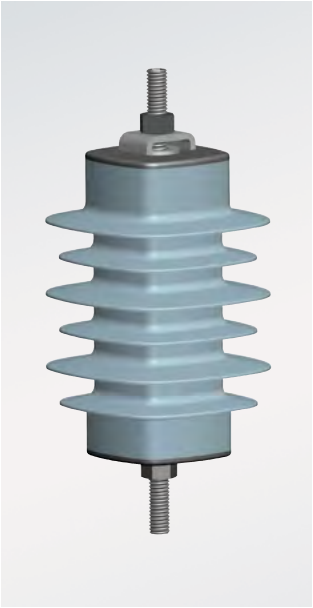
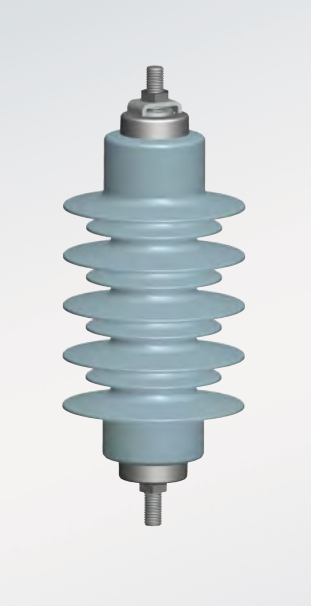

Fig. 4.4-2: Medium-voltage arrester 3EK4 for distribution systems
Fig. 4.4-3: Medium-voltage arrester 3EK7 for distribution systems
- The 3EK silicone-housed surge arrester for distribution systems, medium-voltage switchgear up to 72.5 kV, and line surge arresters for outdoor use (fig. 4.4-2 and fig. 4.4-3).